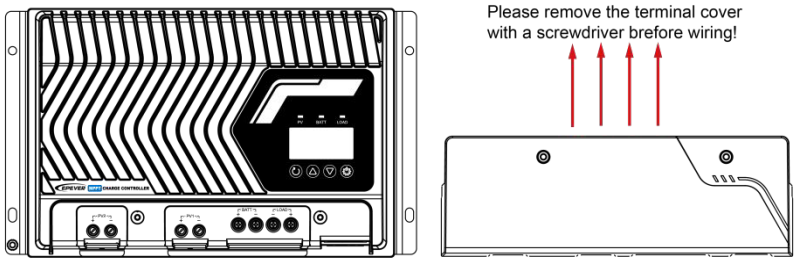

Figure 2-3: Remove the terminal cover (IP43)
Connect the controller in the sequence of "❶Ground > ❷Battery > ❸Load > ❹ PV array > ❺ Communication modules", and disconnect the controller wiring in the reverse order of Figure 2-3.